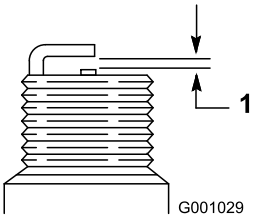

Figur 57
7. Justera elektrodgapet på det nya tändstiftet till 0,76 mm (Figur 57).